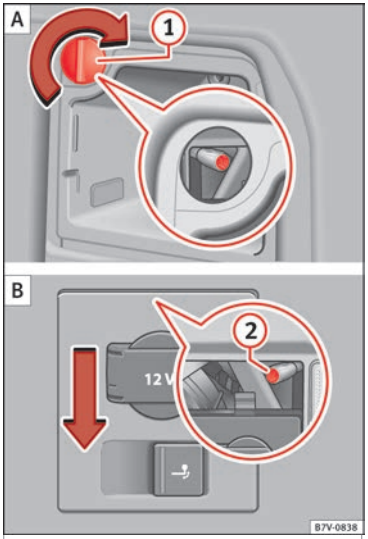

Afb. 113 Aan de zijkant van de bagageruimte: verwijder de achterlichten links en rechts. ① verwijder de dop; ② bevestigingschroeven. »
3.	verwijder de dop (1) 90° in de richting van de pijl en verwijder.
4.	Draai de bevestigingsschroef ››› afb. 113 (2) los met de schroevendraaier uit het wagengereedschap ››› pag. 83. Zorg ervoor dat de schroef in zijn plaats vastzit.